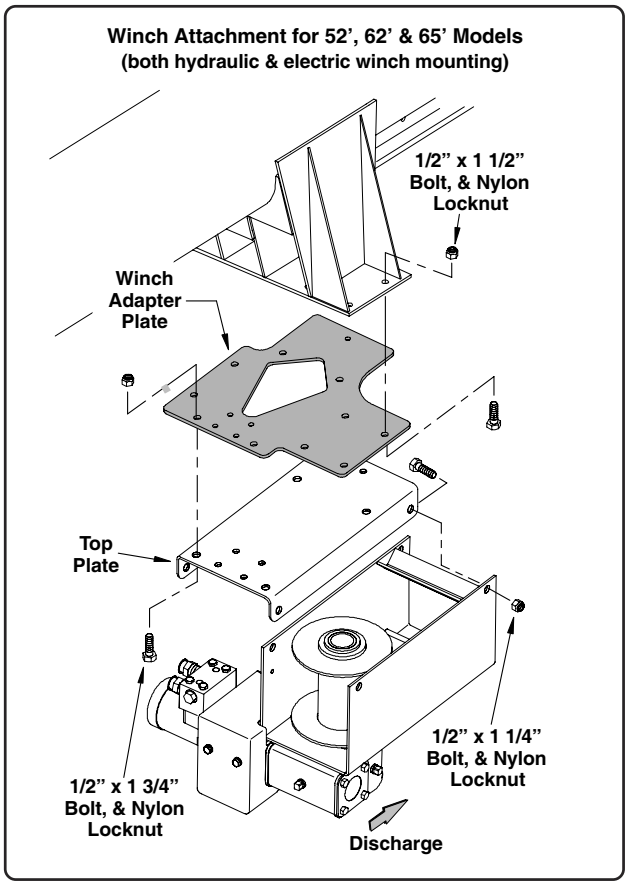

Fig. 39A
For 52', 62' & 65' Models: Attach the winch adapter plate to the winch mount using six (6) 1/2" x 1 1/2" bolts and nylon locknuts (See Fig. 39A on Page 58).